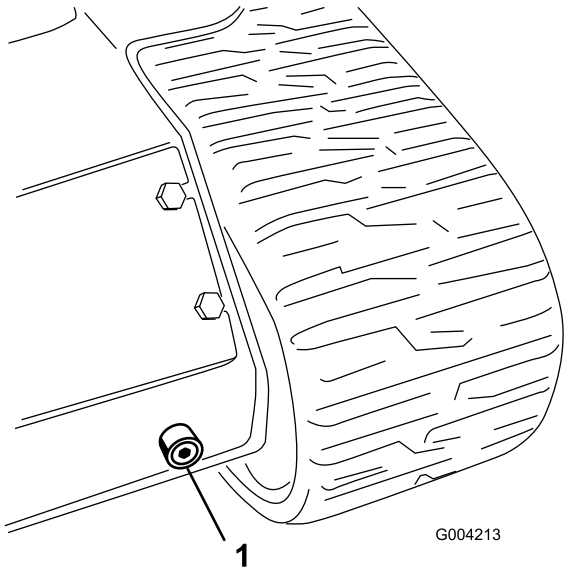

Figure 58
6. Place a large drain pain (capable of holding 15 US gallons) under the drain plug on the front of the traction unit (Figure 58).
7. Remove the drain plug and allow the oil to drain into the pan (Figure 58).